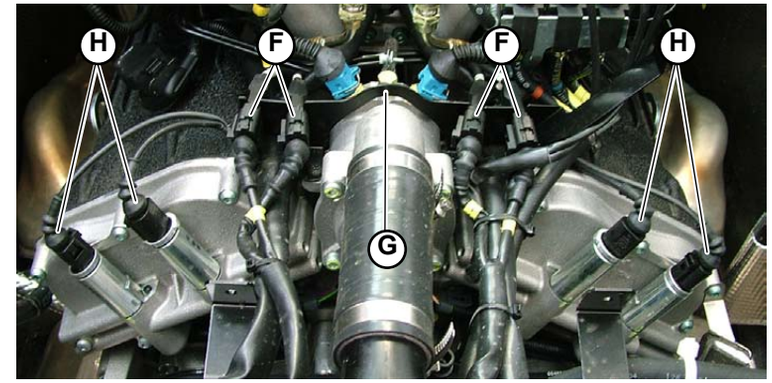

Fig.7
6. Disconnect the knock sensors (**F-Fig.7**) and the respective support (**G-Fig.7**).
7. Disconnect the variable valve timing pins (**H-Fig.7**).